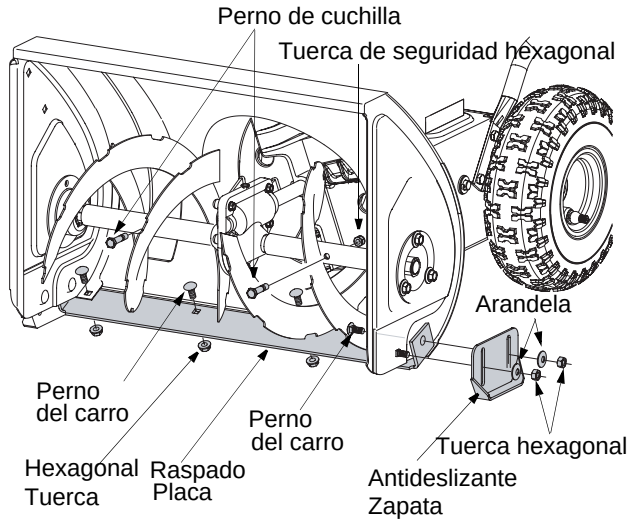

Figura 11
1. Saque los cuatro pernos de carro, las arandelas belleville y las tuercas hexagonales que ajustan las zapatas antideslizantes a los dos costados de la máquina quitanieve. Ver Figura 11 .
3. Para sacar la placa de raspado, saque la zapata y el resto de las piezas metálicas, incluyendo los pernos de carro, las arandelas belleville y las tuercas hexagonales que ajustan la placa de raspado a la caja de la máquina quitanieve. Por la ubicación de la placa de raspado, consulte Figura 11 .
Las barrenas están ajustadas al eje espiral con dos pernos de cuchilla y tuercas hexagonales de seguridad. Ver Figura 11 . Si golpea un objeto extraño o una barra de hielo, la máquina quitanieve está diseñada de manera que los pernos se cortan.
Si las barrenas no giran, verifique si los pernos se cortaron. Reemplácelos cuando sea necesario. Ver Figura 11 .